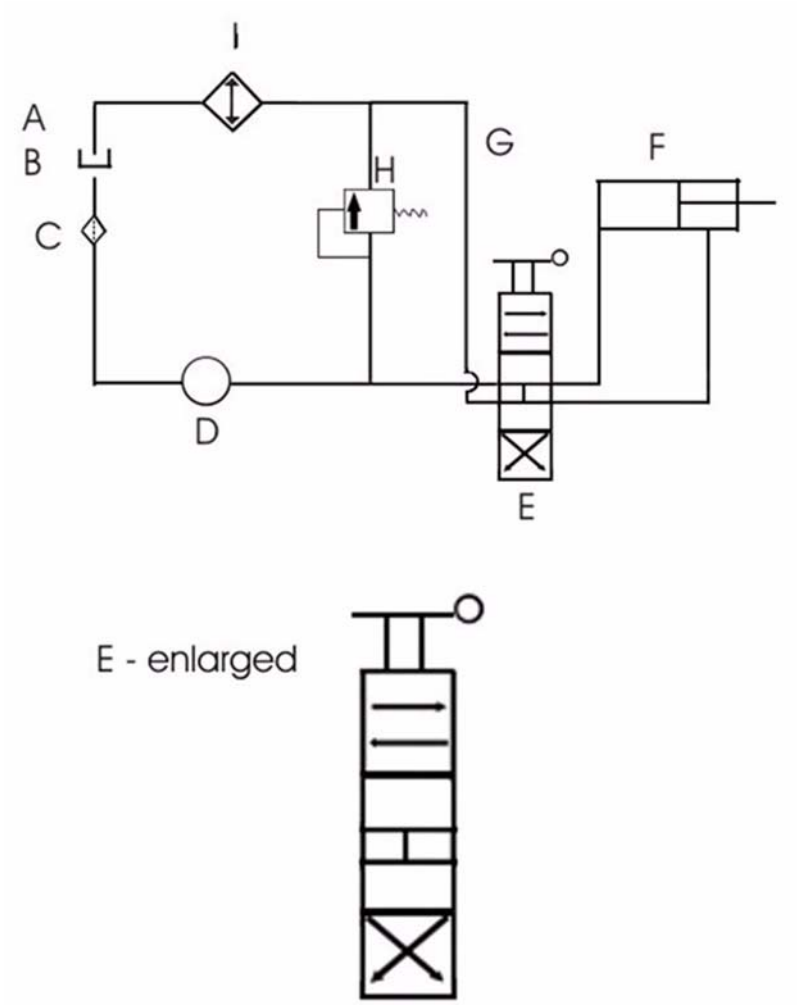

**Figure 30**
*Graphic symbols* for fluid power diagrams (Figure 30) were originally developed by the *American National Standards Institute (ANSI) and are presently adopted by the International Standards Organisation (ISO). They* provide communication standards that serve industry and education. The standards simplify design, fabrication, analysis, and servicing of fluid power systems.